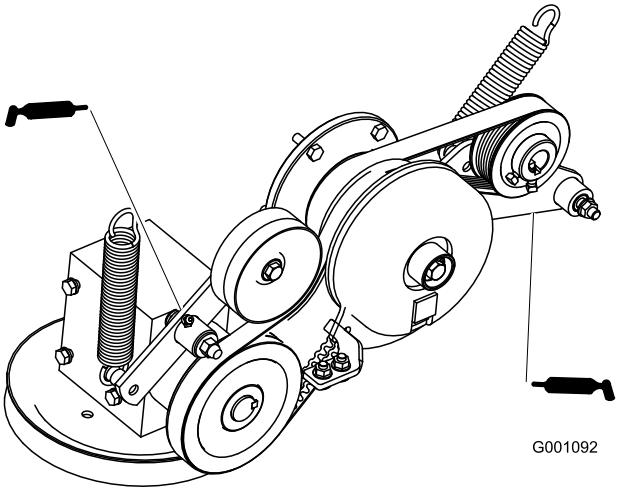

Figuur 29
6. Smeer de arm van de spanpoelie van de drijfriem van de aftakas (Figuur 29).
7. Smeer de arm van de riemspanpoelie van de pomp (Figuur 29).